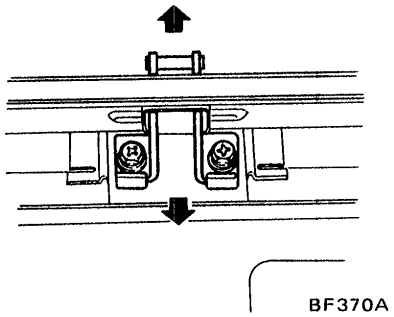

Fig. BF-33 Adjusting striker
3. Move striker up or down as required until tail gate is flush with rear fenders. See Figure BF-33.